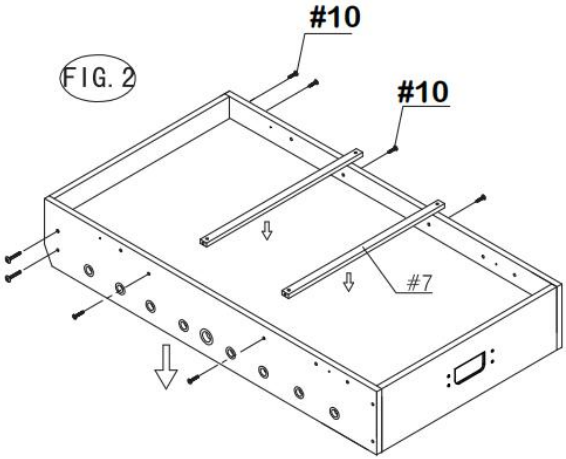

FIG. 3.
7) Fixez les pieds n° 4 et n° 5 au meuble à l'aide d'un boulon n° 8, de deux rondelles n° 9 et d'une seule pièce de bois. de l'écrou (#13), un des boulons à ailettes (#15) par jambe comme indiqué dans les figures 3 et 3-1.